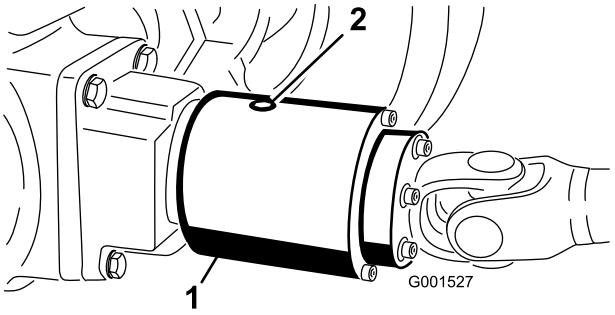

Figur 66
3. Vrid kopplingen så att kontrollpluggen riktas nedåt (Figur 66).